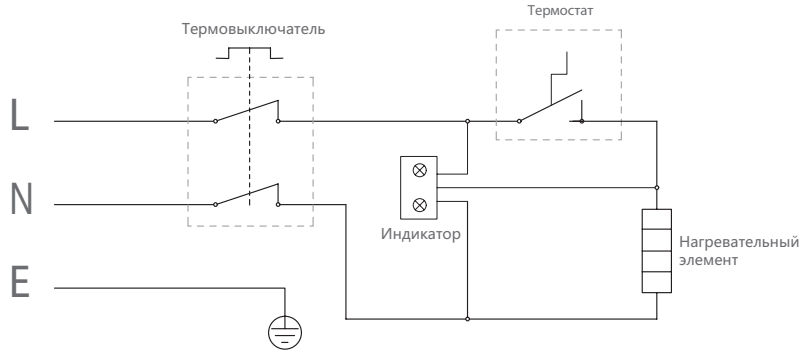

Рис. 10
– открутить гайку крепления термовыключателя, закрепленного на фланце ТЭНа, перевернуть термовыключатель и нажать до щелчка кнопку, расположенную по центру термовыключателя (рис. 10)*;